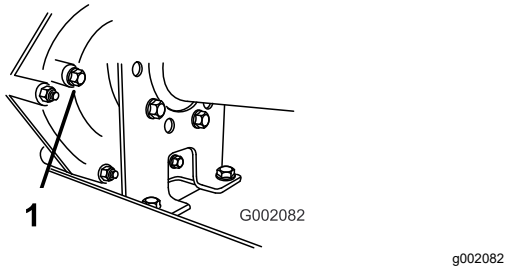

**Figur 55**
2. Fjern bolten fra niveauindikatorhullet (Figur 55).